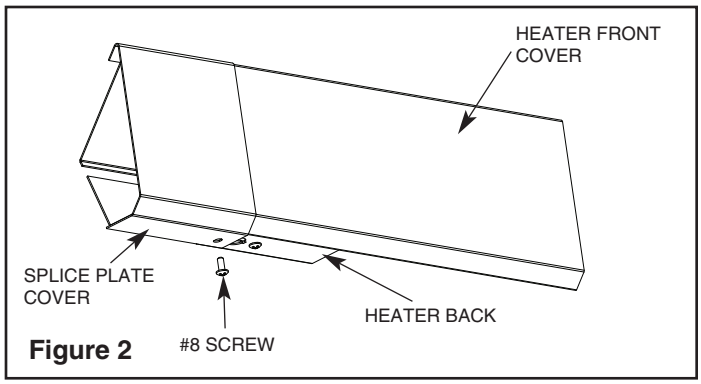

Figure 2
9. Locate splice plate cover. Hook top of cover on to front covers of the heaters. Align splice plate cover slot with left side heater back hole. Secure splice plate cover with #8 - 18 x 3/8" screw (See Figure 2).